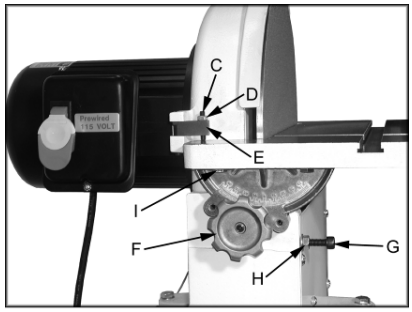

Fig 9
Lever la vis de 90° (C, Fig 9) et fixer l'écrou (D).